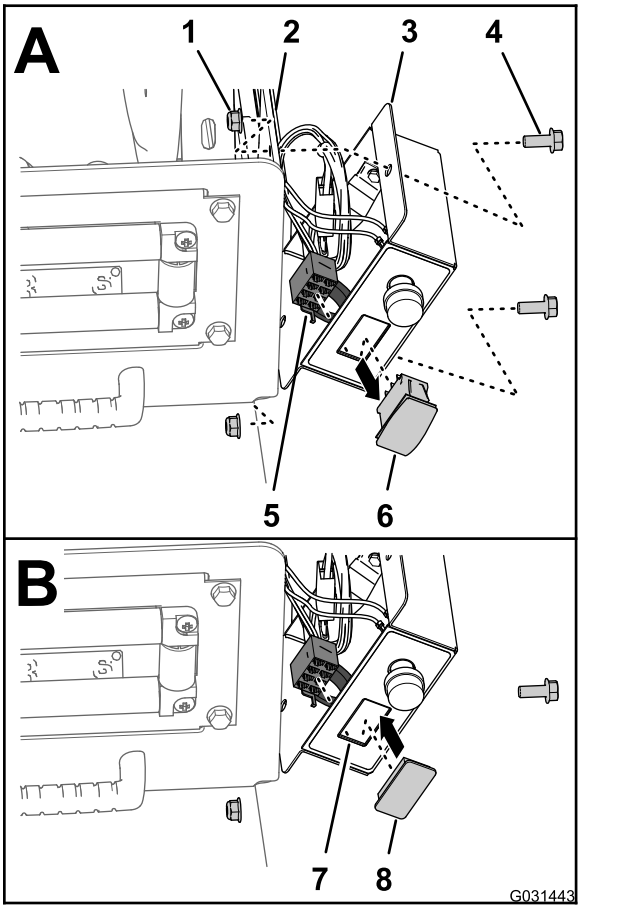

Figur 20
1. Fjern de to boltene (5/16 x 3/4 tomme) og to låsemutterne (5/16 tomme) som fester reléskapet til spolefesteplaten (Figur 20).
2. Koble kontakten med åtte sokler i ledningssatsen for reléskapet fra trykkontroll-bryteren (Figur 20).
3. Før kontakten med åtte sokler inn i reléskapet (Figur 20).
4. Klem sammen låsetappene på trykkontrollbryteren, og trykk bryteren ut av releskapet (Figur 20).
5. Innrett bryterpluggen med åpningen i reléskapet der du fjernet bryteren (Figur 20).
6. Før bryterpluggen inn i reléskapet til pluggen klikker på plass i dekslet (Figur 20).
7. Innrett reléskapet med spolefesteplaten (Figur 20), og fest skapet til platen med de to boltene (5/16 x 3/4 tomme) og de to låsemutterne (5/16 tomme).